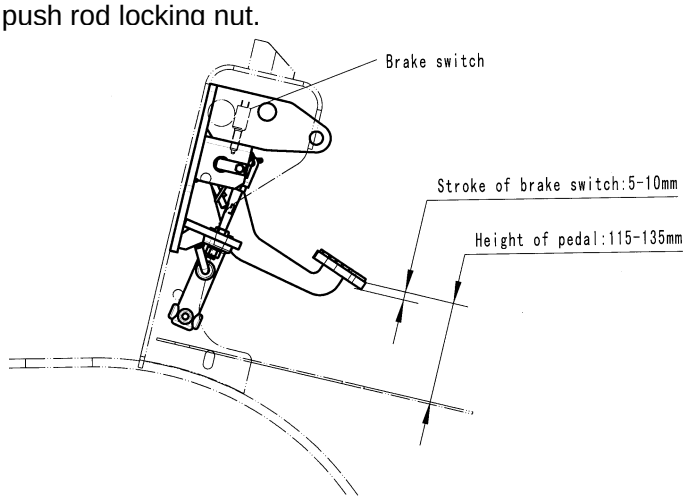

Fig. 2-28
2.2.5 Brake pedal adjustment (see Fig.2-28)
(1) Push the master cylinder lever.
(2) Adjust the pedal height with the stopper bolt, shown as Fig.2-28.
(3) With the brake pedal pressed and pull the rod out until its front end comes into contact with the master cylinder piston.
(4) Tighten the push rod locking nut.